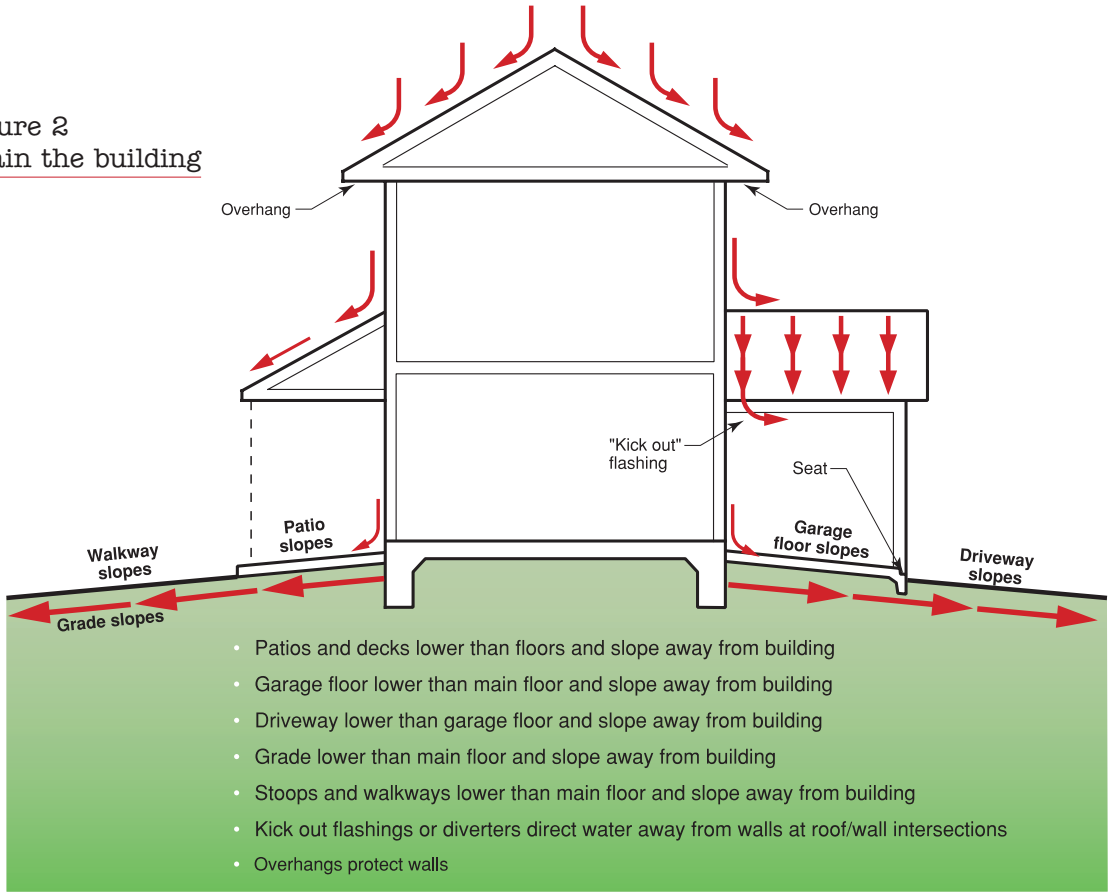

Figure 3
- Drain the opening (see **Figure 3**)